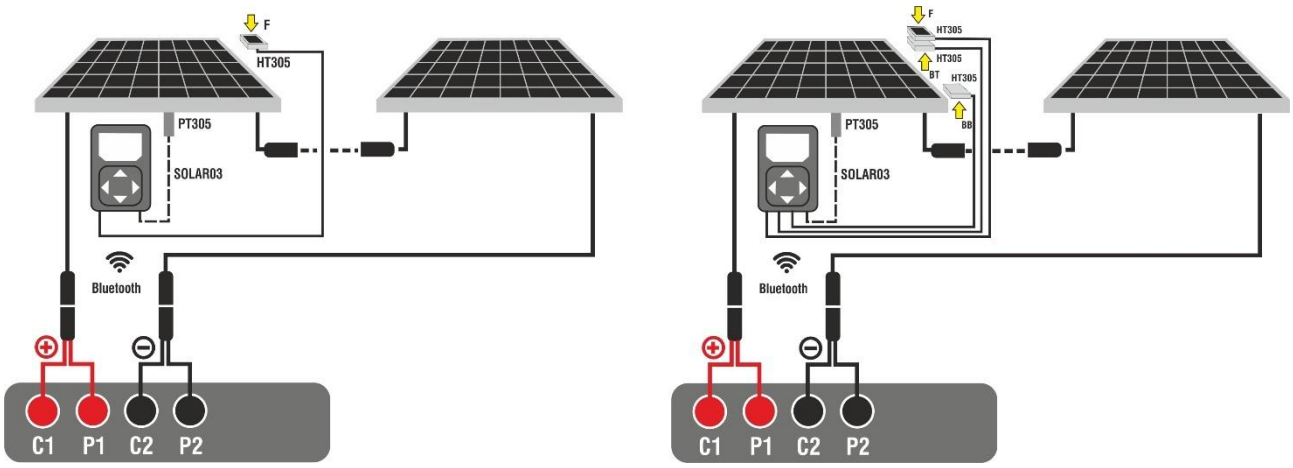

Fig. 39: Conexión con la unidad SOLAR03 sobre módulos Monofaciales y Bifaciales
3. Conecte el instrumento y la unidad remota SOLAR03 al módulo/string en pruebas como se muestra en la Fig. 39. En particular:
- **En el caso de módulos Bifaciales** → posicione las **3 las células de referencia HT305** sobre el plano frontal del módulo **(F)**, sobre la parte superior trasera (**BT**=**B**ack**T**op) y sobre la parte inferior trasera (**BB**=**B**ack**B**ottom) del módulo. Conecte la célula de referencia frontal (F) en la entrada "**INP1**", la célula de referencia BT en la entrada "**INP2**", la célula de referencia BB en la entrada "**INP3**" y **eventualmente** la sonda de temperatura **PT305** en la entrada "**INP4**" de la unidad remota. De acuerdo con la normativa IEC/EN60904-1-2, el instrumento calcula el valor de Irradiación frontal equivalente (**Irreq**) que corresponde a la Irradiación únicamente sobre el plano frontal que produce los mismos efectos que la Irradiación obtenida sobre ambas caras teniendo en cuenta el **coeficiente de bifacialidad** (φ) del módulo en base a la siguiente relación: